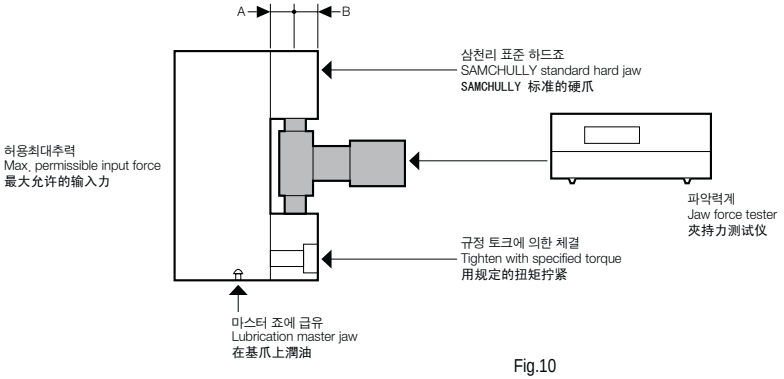

Fig.10
(1) With SAMCHULLY standard soft top jaw used, the values of grip force are measured with jaw force tester at mid point of soft jaw height(from chuck surface to upper soft jaw face) as shown in Fig.10.
(2) SAMCHULLY chuck grease is lubrication for obtaining the maximum efficiency of the chuck.
(3) Mounting bolts of top jaw are tightened with specified torque. (Page18)
(4) The maximum permissible input force for the wedge plunger is shown in the above table.
(5) For hydraulic oil supply, the variable capacity type pump which has discharge capacity of 20 liters or more is used. Oil pressure is set with pump's own control devise or a reduction valve which is provided separately from the system.